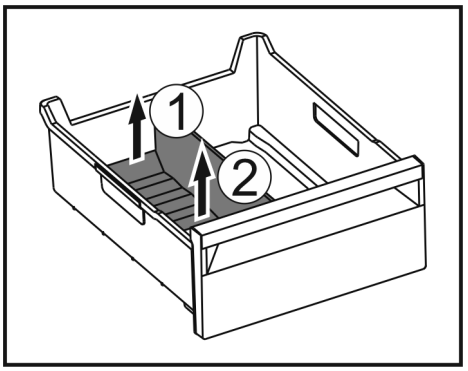

Fig. 234
▶ Ridicați partea posterioară a separatorului pentru compartimentul de gheață. *Fig. 234 (1)*
▶ Scoateți separatorul pentru compartimentul de gheață în sus. *Fig. 234 (2)*